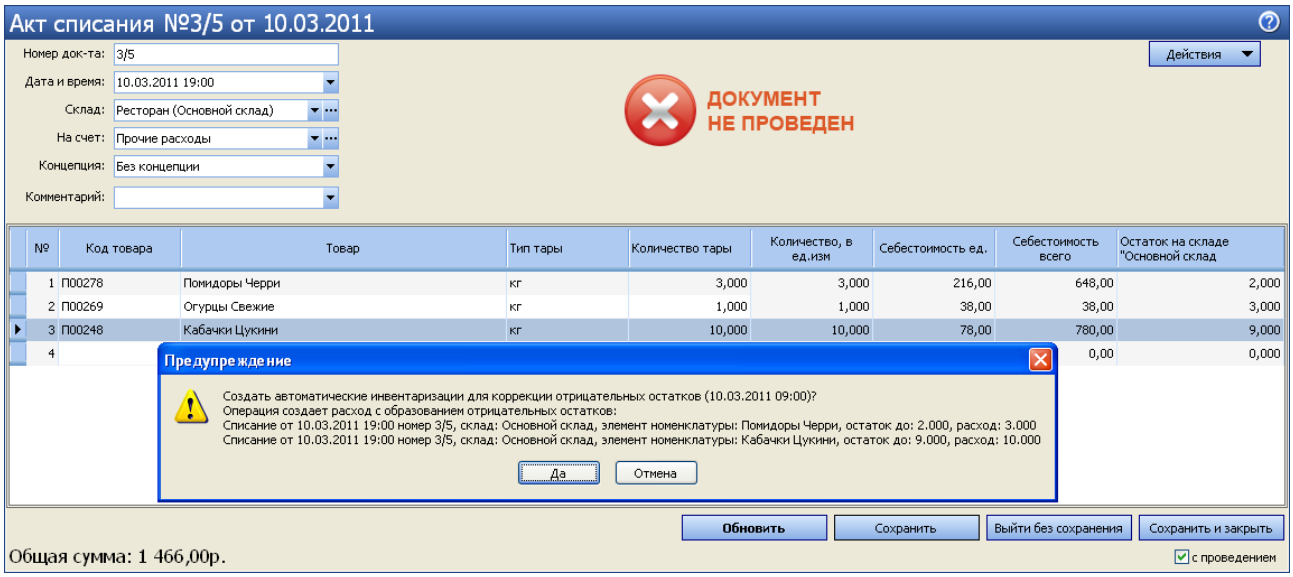

Рисунок 204 Акт списания с образованием отрицательных остатков
4. После заполнения документа нажмите кнопку **Сохранить и закрыть** (или **Сохранить**), а затем кнопку **Да** (см. Рисунок 204).